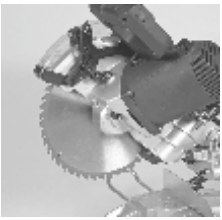

рис. 11.2
- Замок вала пилы (рис.11.2) разблокируется не более чем после одного оборота.